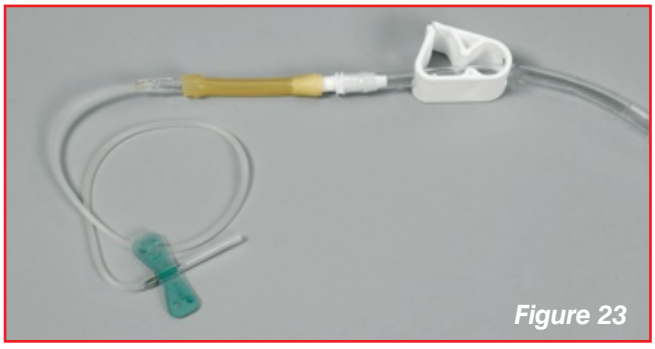

Figure 23
5. Connect IV Bag C to the IV needle or butterfly with the latex connector and open the clamp to IV Bag C. ***(See Figure 23.)***